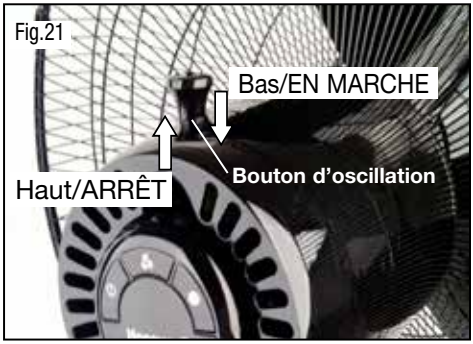

Fig.21
- Pour DÉSACTIVER l'oscillation du ventilateur, tirez le bouton d'oscillation vers le HAUT (Fig. 21).